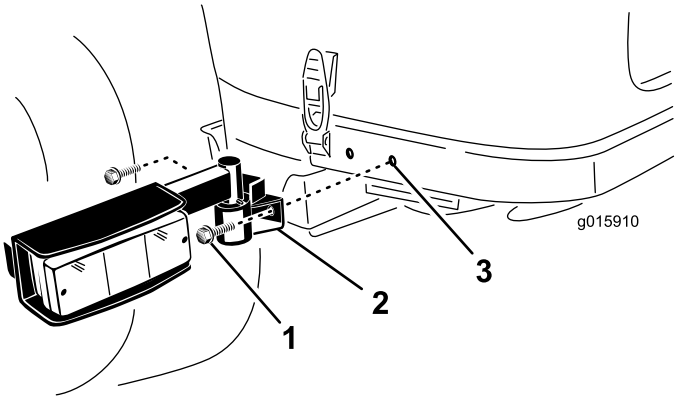

Figur 9
1. Brug monteringshullerne på motorhjelmslåsenes bagside til at fæstne lygteenheden på hver side af bagrammen med (2) 3/8 x 3/4 tomme skivehovedskruer (Figur 9). Hvis bagrammen ikke har monteringshuller, skal du gå videre til næste trin.